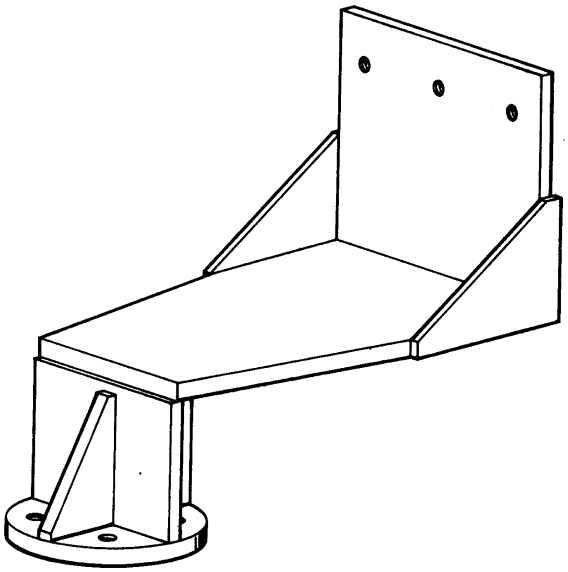

Figure 7. 6799764 Engine Component Adapter Attaching Adapter
(2) Install 6799764 engine component adapter attaching adapters (figure 7) on fixed and adjustable shear pads of rotating adapter.
(1) Install 6799764 engine component adapter attaching adapters (figure 7) on fixed and adjustable shear pads of 6795905 engine component turnover stand.